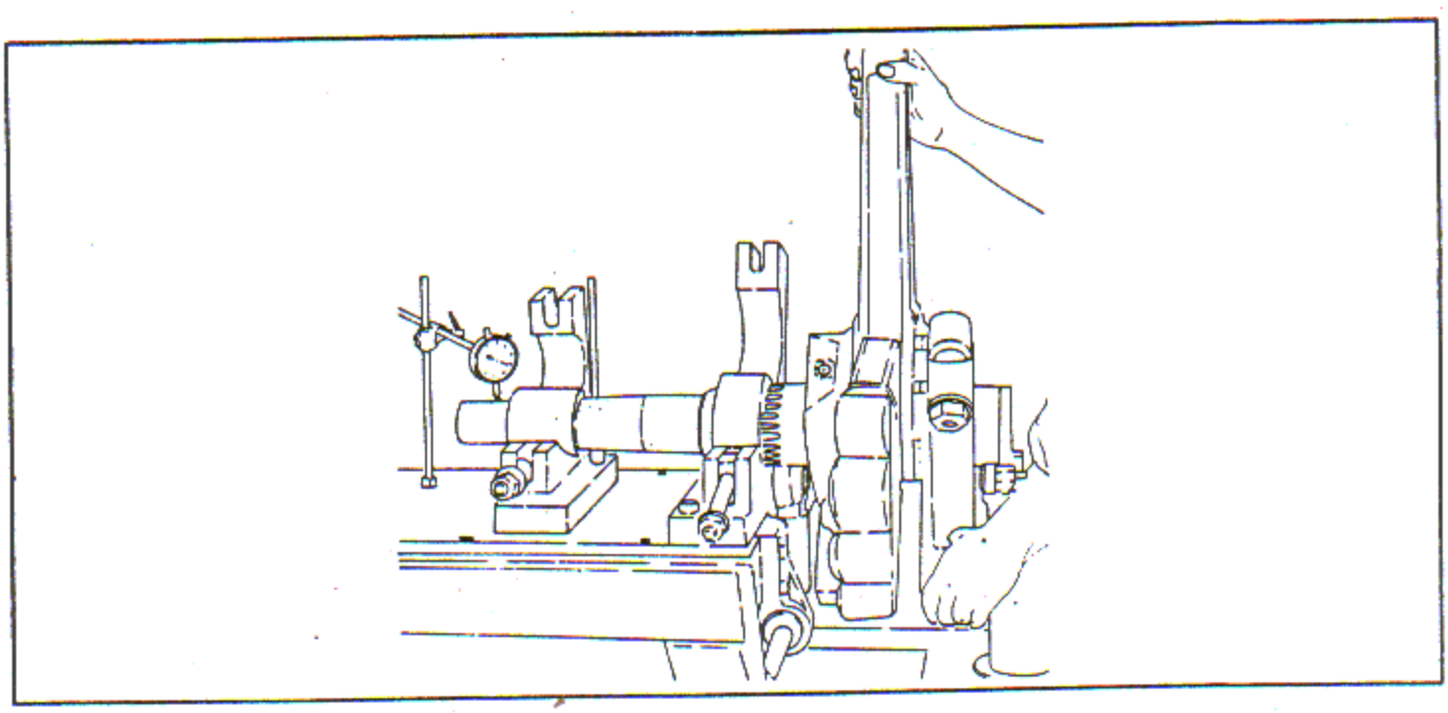

Figure 7-18. Checking Crankshaft Runout
o. Install a dial indicator on the crankshaft front end and check runout at the front propeller shaft bushing location an inch or so in front of the front clamp as shown in figure 7-18. The runout specified in reference 17, Table of Limits, Section IX, must be maintained.